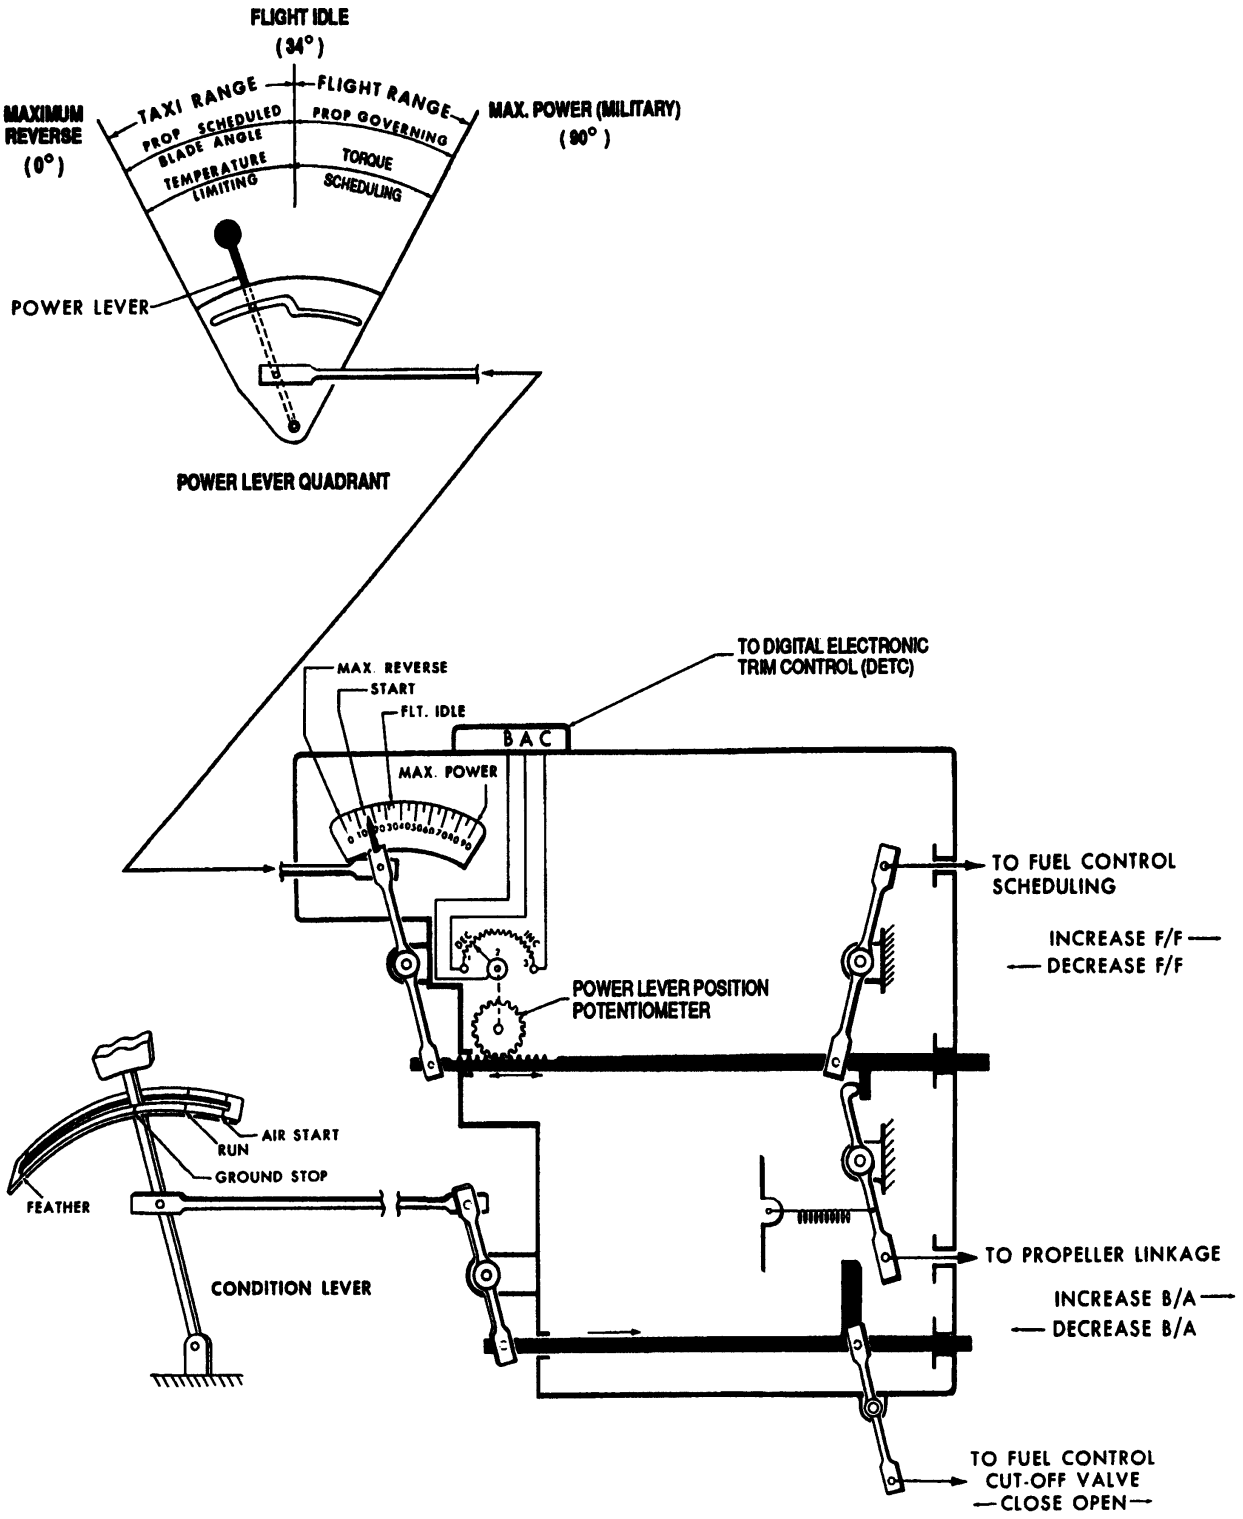

Figure 7. Basic Elements of Engine Control
61. The lever quadrant for a typical installation is illustrated in figure 7.